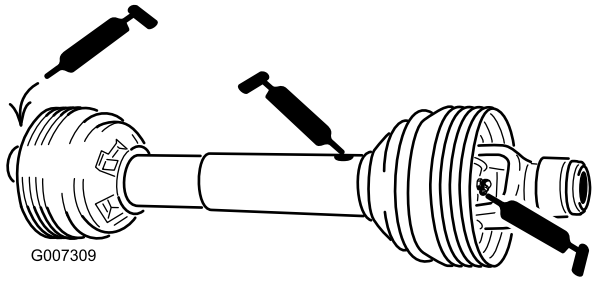

Figur 43
Kraftudtagsaksel (3) (Figur 43)